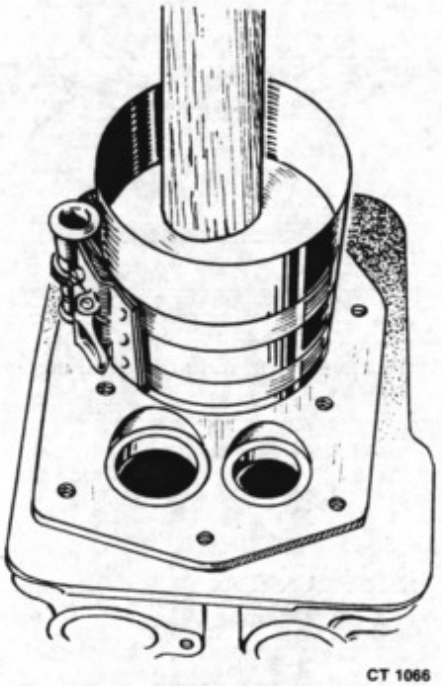

FIGURE 78. INSTALLING PISTON
2. Lubricate piston assembly and inside of cylinder. Compress rings with a ring compressor as shown in Figure 78. Install bearing insert in rod.